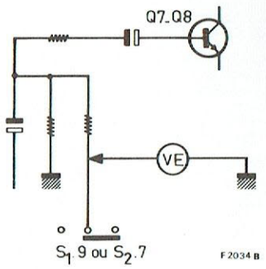
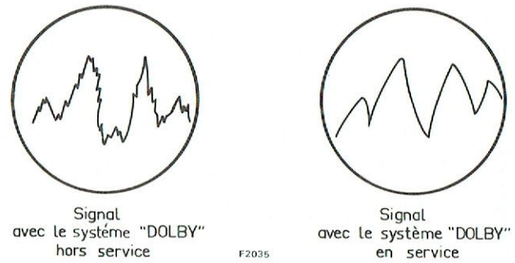

Fig. 11
Fig. 12
G. ÉTALONNAGE DES « VU-MÈTRE » (Fig. 11)
- Brancher le millivoltmètre suivant la Fig. 11.
I - RÉGLAGE DU SYSTÈME « DOLBY » (Fig. 11, Fig. 12)
- Placer ensuite l'appareil en position lecture et observer le signal, l'oscillocope étant branché aux bornes de la prise Enreg./Lecture. En enfonçant la touche « DOLBY » on doit constater la disparition du « bruit blanc » (Fig. 12).